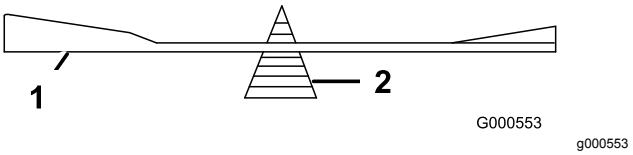

Figur 91
2. Kontrollera knivens balans med en knivbalanserare (Figur 91).
Obs: Om kniven inte är balanserad kan du fila bort lite metall från knivens segeldel (Figur 91).